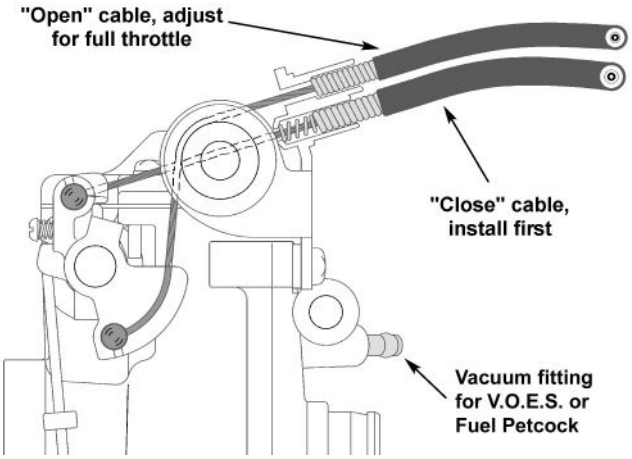

Figure 3
B. Connect the throttle cables to the carburetor bell crank by first installing the closing cable, then the opening cable (Figure 3).